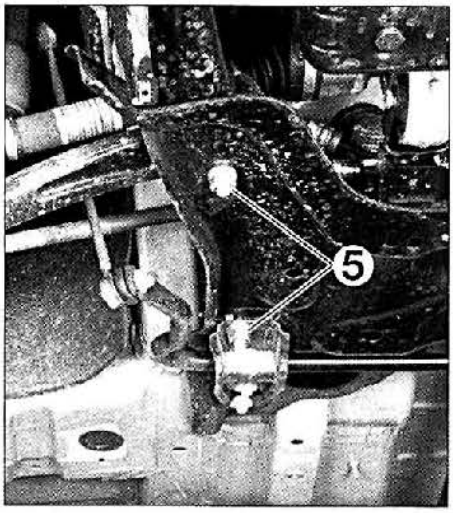

FIG. 11
• Desmontar las tuercas (5) **(fig. 11).**